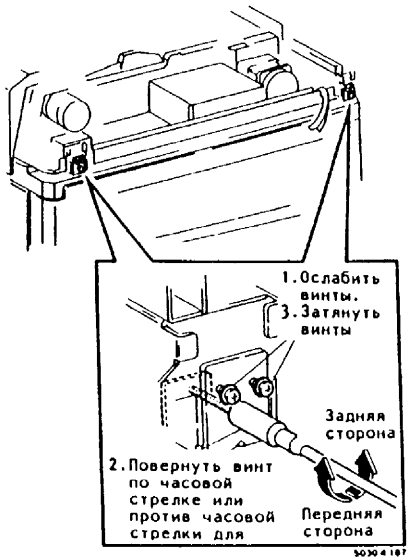

Рис.2. Регулировка вдвинутого/выдвинутого положения дуплексного автоподатчика оригиналов
3. (Рис.2): Отрегулировать положение дуплексного автоподатчика оригиналов.